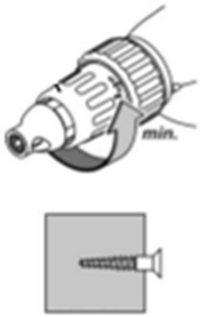

Fig. 3 – Regulación de la profundidad
Para que el tornillo entre menos en el material, gire el regulador de profundidad (2) en el sentido de las agujas del reloj, según fig. 3.